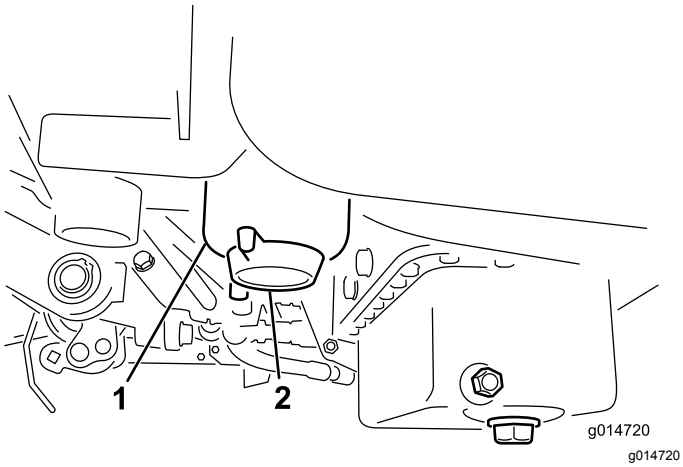

**Figur 28**
3. Åbn aftapningsproppen på brændstoffilteret ca. en omgang, og aftap eventuelt ansamlet vand (Figur 28).